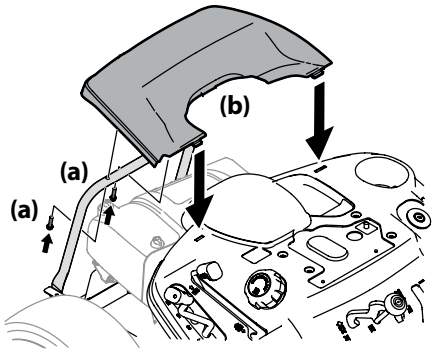

Figure 2-11
1. Remove the two factory installed hex screws (a) located on the rear engine cover (b). Retain the hex screws (a) for later instructions. See Figure 2-11.
2. Install the rear engine cover (b) by positioning it in place as shown in Figure 2-11 Tip the rear engine cover (b) forward to fit it into the slots provided, then rotate it backwards to align the mounting holes.